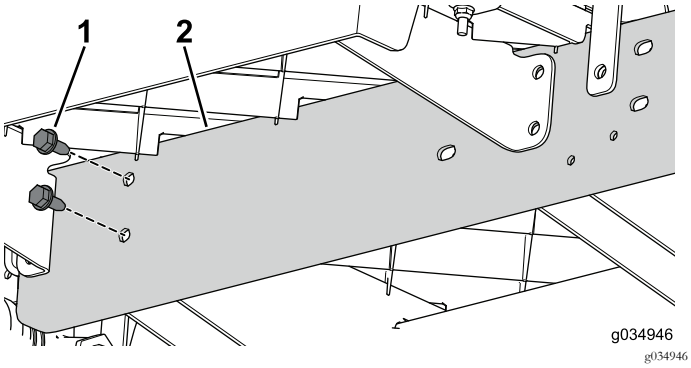

Figura 26
6. Utilice los 2 pernos (5/16" x ¾") para sujetar provisionalmente la extensión del perfil central a la sección delantera de la máquina (Figura 26).